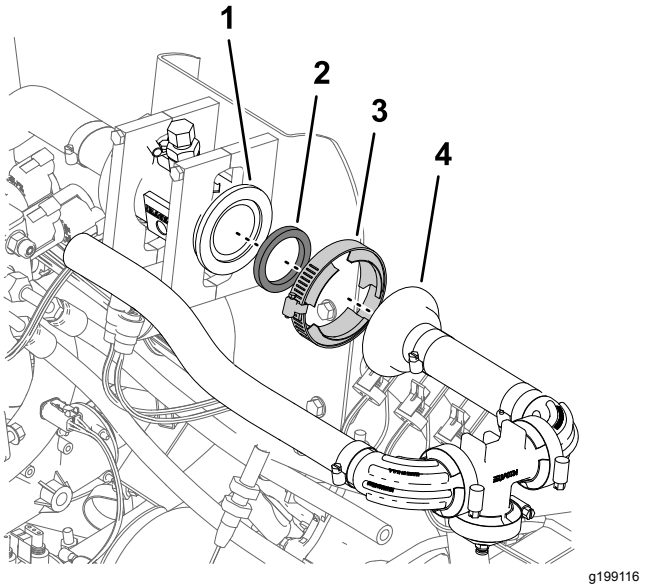

Figur 89
2. Stram til flensklemmen for hånd (Figur 89).